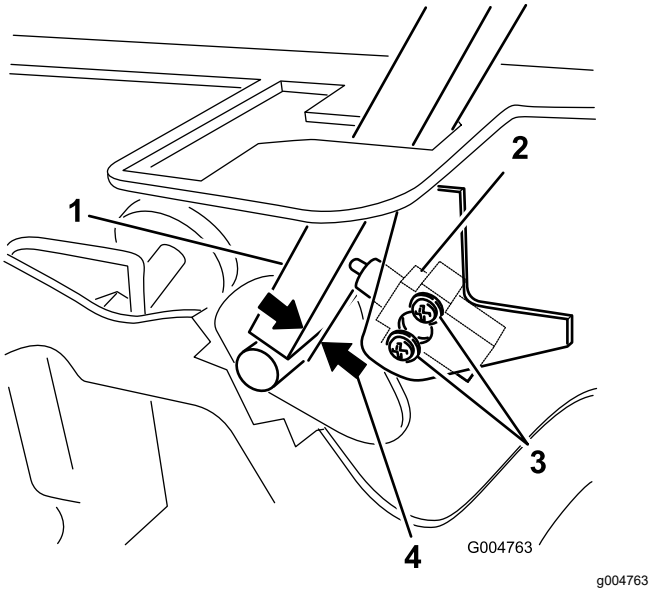

Figura 48
3. Allentate le due viti che fissano il microinterruttore di sicurezza (Figura 48).
4. Tenete la leva di controllo contro il telaio, spostate il microinterruttore verso la leva finché la distanza tra la leva ed il corpo del microinterruttore non è compresa tra 0,4 e 1 mm, come illustrato nella Figura 48.